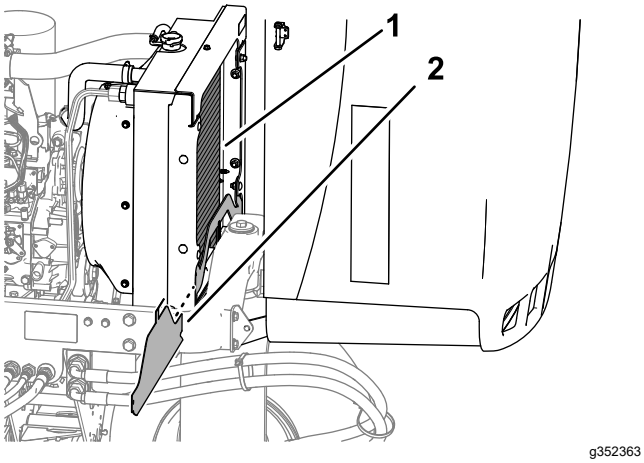

**Figur 78**
4. Ta bort det nedre kylarskyddet (Figur 78).
5. Rengör båda sidorna av kylaren noggrant med vatten eller tryckluft (Figur 78).